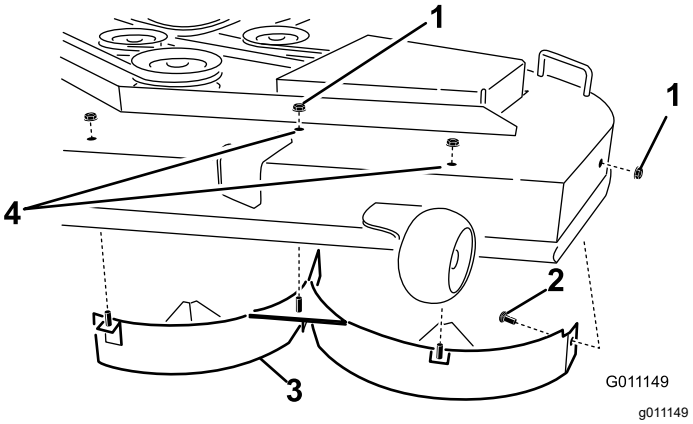

Figura 16
4. Îndepărtai cele 3 contrapiulie (5/16") fixate pe suporturile sudate ale deflectorului stâng din partea superioară a punii mainii de tuns iarba, aflate în poziie centrală, la stânga de centru i în partea stângă (Figura 16).
5. Îndepărtai urubul de fixare i contrapiuliţa de pe peretele lateral al punii mainii de tuns iarba, care fixează deflectorul stâng pe punte (Figura 16).
6. Îndepărtai deflectorul stâng de pe puntea mainii de tuns iarba (Figura 16).
7. Localizai cele 2 boluri printre accesorii i folosii contrapiuliele existente pentru a monta aceste elemente de fixare în orificiile indicate în Figura 16, pe puntea mainii de tuns iarba, pentru a împiedica proiectarea reziduurilor.